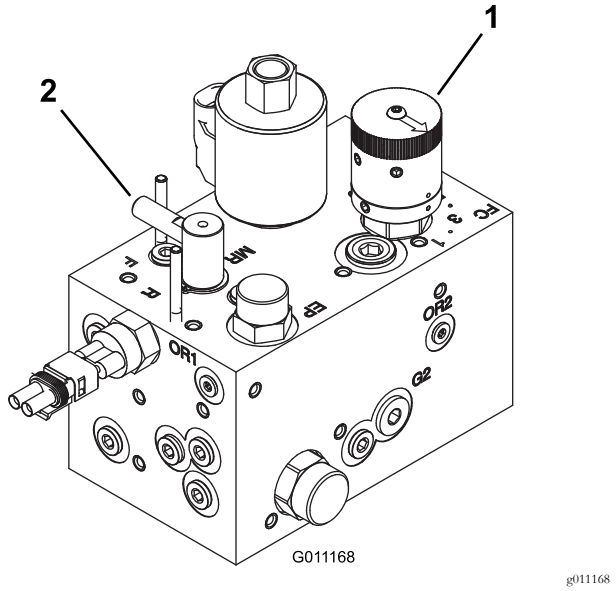

Figur 77
3. Drej baglapningsknappen til baglapningspositionen. Drej knivcylinderens hastighedsregulator til position 1 (Figur 77).